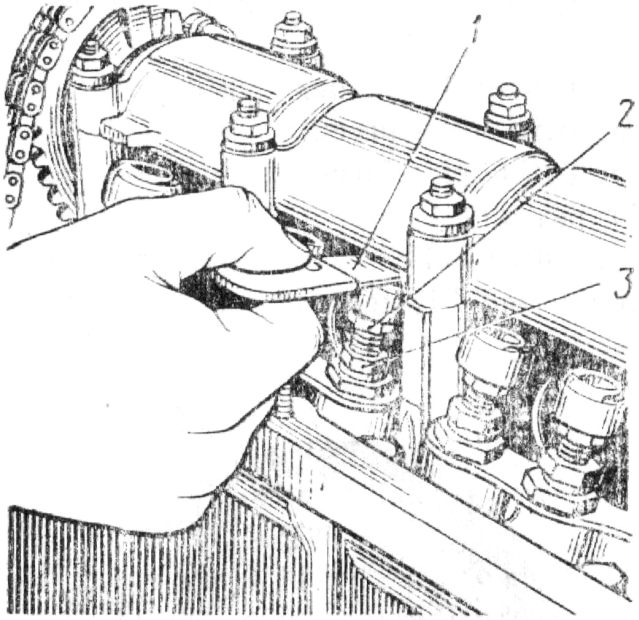

Bild 43. Prüfen und Einstellen des Ventilspiels am Motor 2106-70:
3. Spiele zwischen Hebeln und Nokken der Nockenwelle bei dem Auslaßventil des 4. Zylinders (8. Nocken) und dem Einlaßventil des 3. Zylinders (6. Nocken) einstellen. Dazu Gegenmutter *3* (Bild 43) der Einstellschraube lösen und durch Drehen der Einstellschraube *2* das nötige Spiel mit Hilfe der Blattlehre *1*, die man zwischen dem Nocken und dem Hebel hindurchschiebt, einstellen. Einstellschraube in dieser Stellung festhalten und Gegenmutter festziehen. Spiel wieder prüfen.